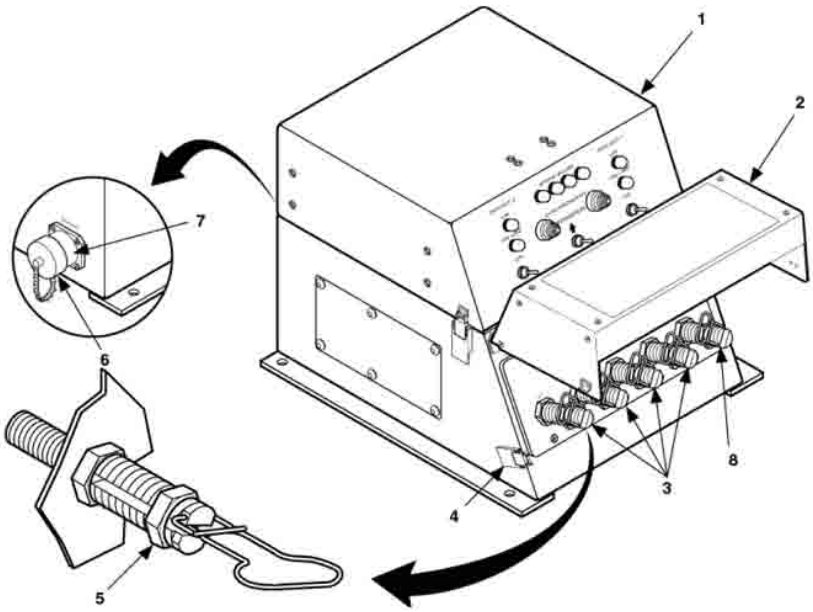

Figure 5. Switch Box Load Cable Connections (Old Configuration).
Power Plant. Load cables and instructions for connecting them are normally furnished with the equipment that is to be supplied with electric power. The load may be connected to the switch box (Figure 5, Item 1) by either of two arrangements. One way is to connect a load cable to the switch box output connector (7). The other way is to connect load cables to the switch box load terminals (3). Before connecting the load, determine voltage requirements of the system or equipment that is to receive electric power.
1. Remove cap (Figure 5, Item 6) from output connector (7).
2. Connect load cable to output connector (7).
1. Release both clamping catches (Figure 5, Item 4) and raise load terminal cover (2).